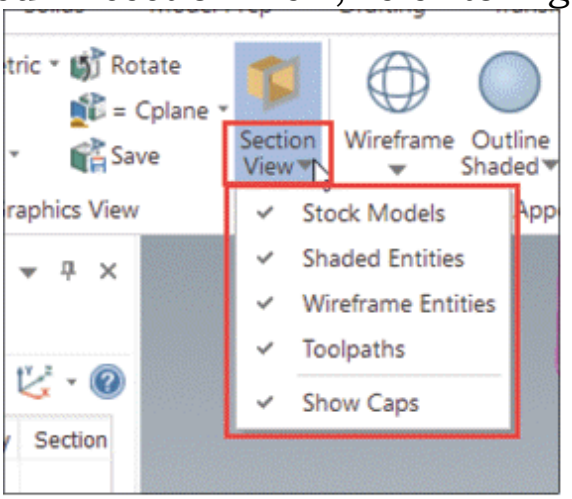

Figure-19. Section View drop-down
- Click on the **Section View** drop-down arrow and select desired options from the drop-down to define which entities will be displayed in section view; refer to Figure-19.